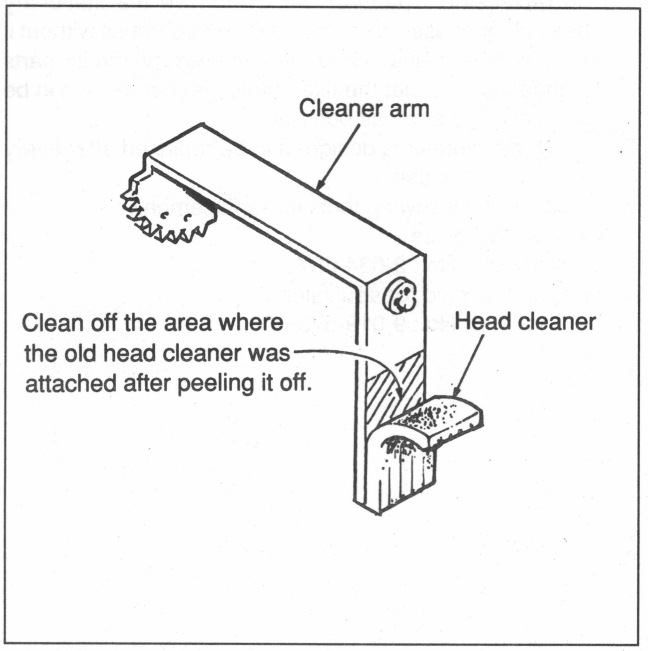

Fig. 7-24-3 Head Cleaner Removal
2. Head Cleaner Replacement (Refer to Fig. 7-24-3.)